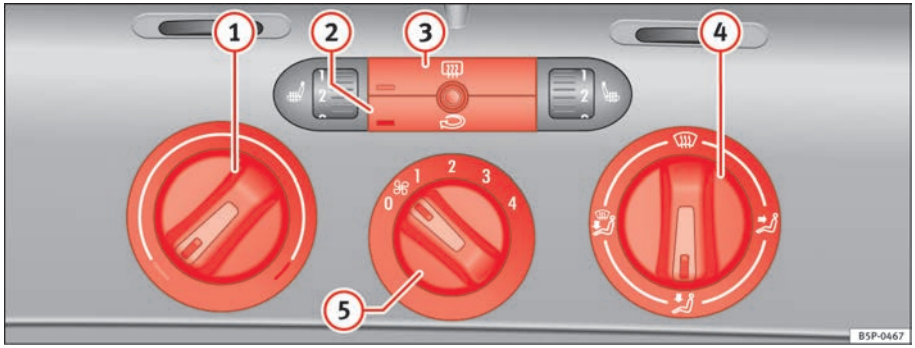

Fig. 127 On the dash panel there are the heating controls
– Using the controls ⇒ fig. 127 (1) and (4) and the control (5) you can set the temperature, air distribution and the turbine speed.
– To switch a function on or off, press the appropriate button (2) or (3). When the function is activated, the display window in the lower left of the button is lit.